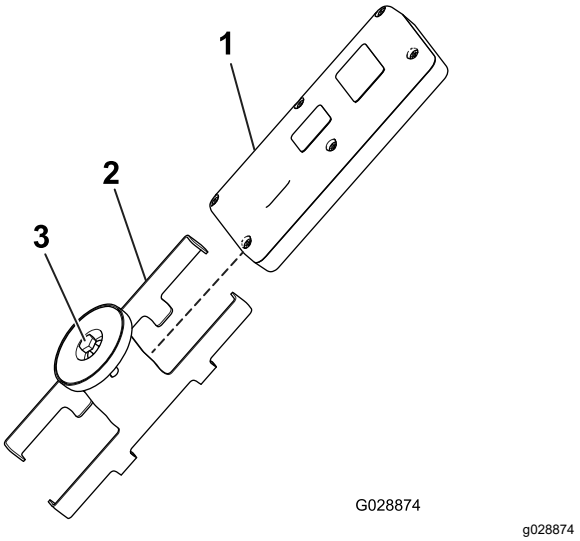

Figur 21
5. Montera handkontrollen på handkontrollens magnetiska fäste, dra ihop halvorna för att fästa handkontrollen och dra åt skruven i magneten (Figur 21).